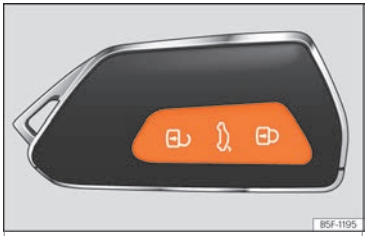

Fig. 85 Clé à radiocommande : touches.
- Verrouiller : appuyez sur le bouton ››› fig. 85.